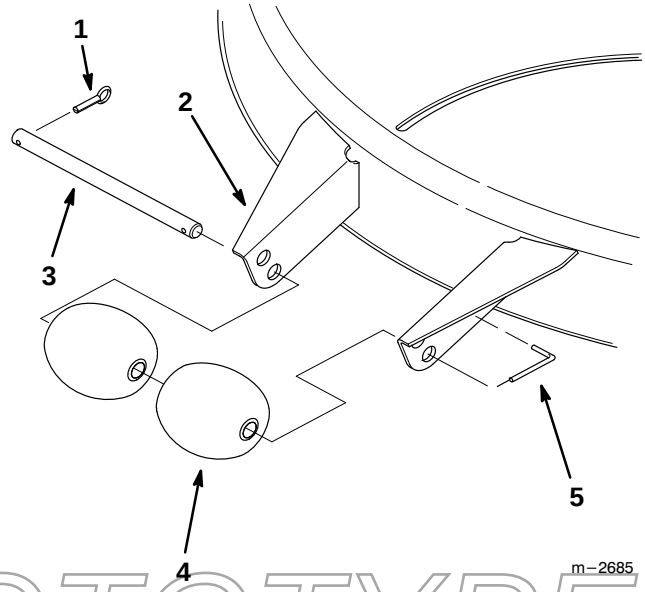

Figure 13
1. Remove the cotter pin from the roller shaft (Fig. 13).
2. Slide the roller shaft out of the bracket holes (Fig. 13).
3. Align the two front rollers with the top holes in the brackets, then reinstall the roller shaft (Fig. 13).
4. Reinstall the cotter pin into the roller shaft. Make sure the special L–shaped pin is installed through the roller shaft, and into the hole in the bracket (Fig. 13).